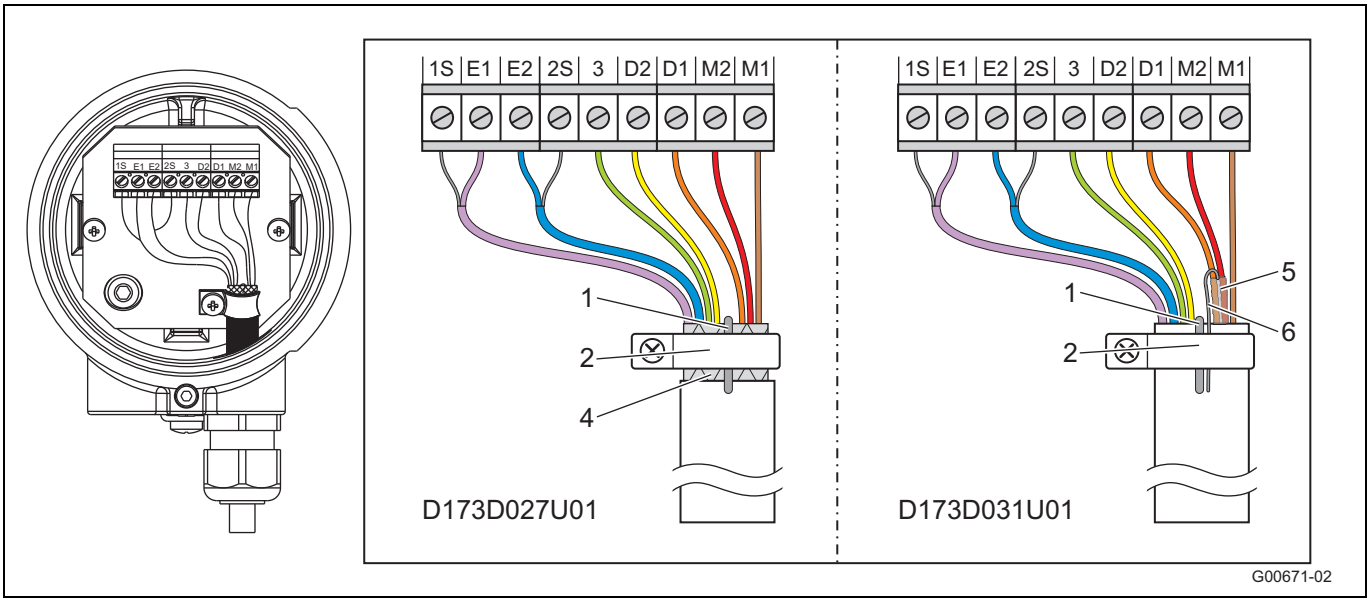

Fig. 33
- Ligar todos os outros fios, tal como representado em Fig. 33.